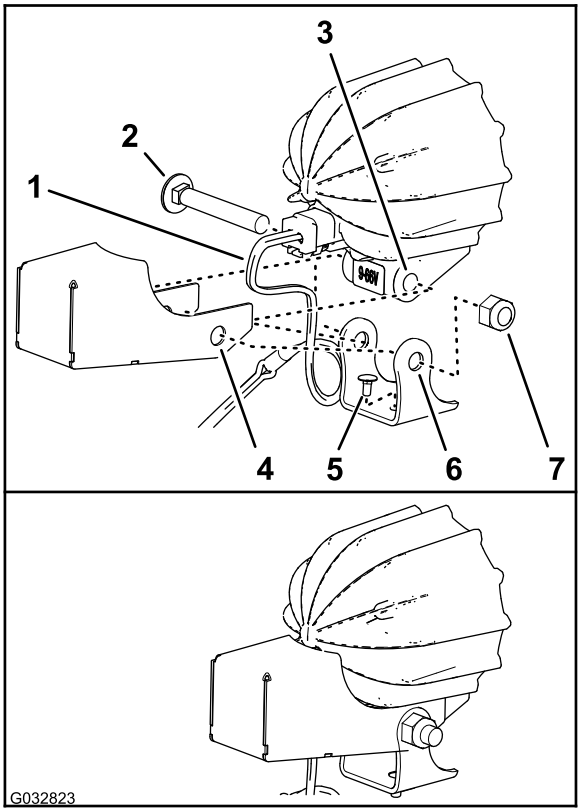

Figure 11
3. S'ils sont présents, retirez le long boulon de carrosserie et l'écrou qui fixent le support à la structure de l'éclairage à LED (Figure 11).
4. Vérifiez que le boulon de carrosserie court est inséré dans le trou au bas de l'étrier de montage, comme montré à la Figure 11.
5. Alignez les trous dans la protection et l'étrier de montage et les trous dans la structure de l'éclairage à LED, comme montré à la Figure 11.
6. Fixez la protection et l'étrier de montage à la structure de l'éclairage à LED à l'aide du boulon de carrosserie et de l'écrou (Figure 11).